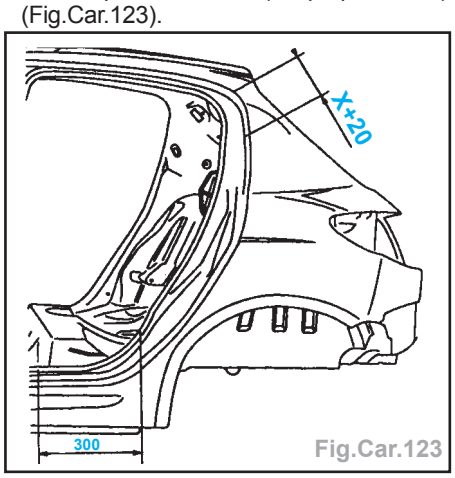

Fig.Car.123
- Tracer puis découper l'aile à l'aide d'une meule épaisseur 1 mm (coupe provisoire) (Fig.Car.123).